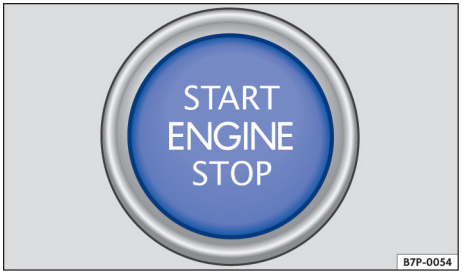

图 98 无钥匙系统 Kessy：中控台下部分中的启动按钮。
3.	按压启动按钮⇒图 98 – 请勿踩下油门踏板。为了启动发动机，车内必须有一把有效的遥控钥匙。
5.	短促按下启动按钮 ⇒图 98。如果无法停下发动机，则应执行应急关闭。 ▶